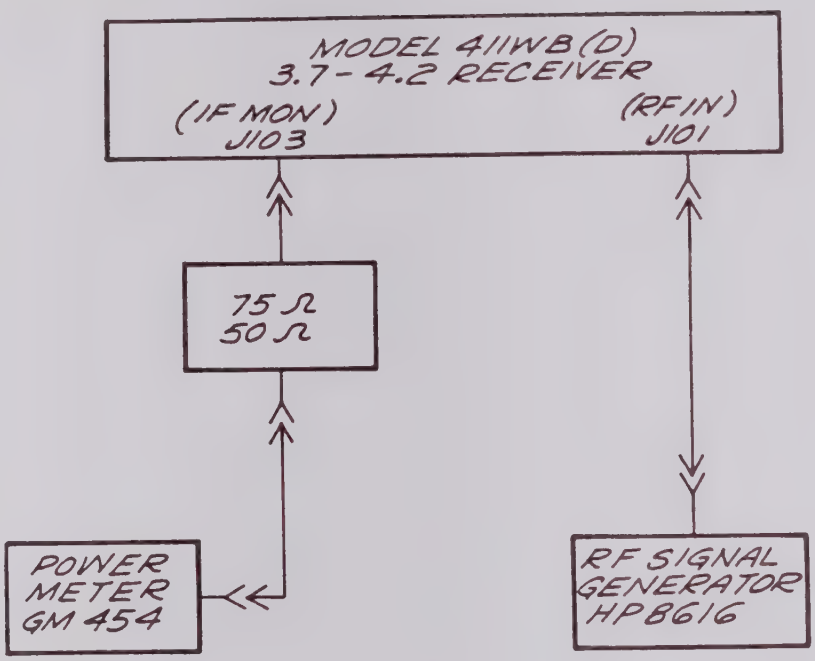

Figure 1. Input Signal Dynamic Range
1. Connect the equipment as shown in Figure 1.